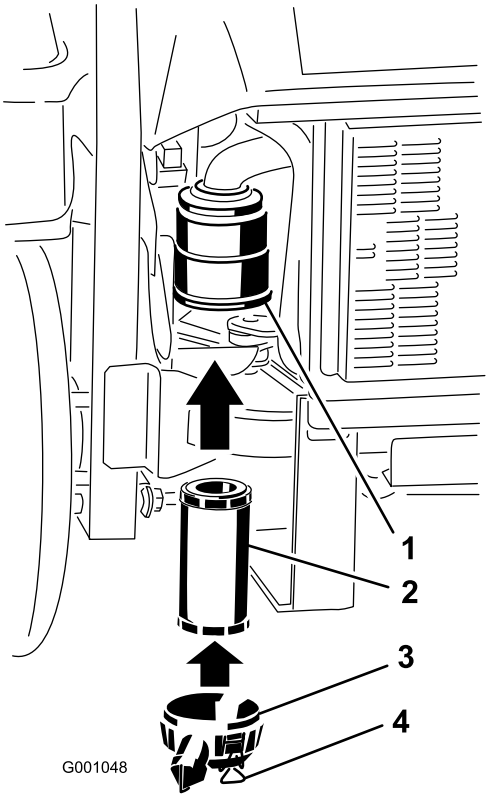

**Figur 38**
2. Isæt forsigtigt det nye filter i filterhuset (Figur 38). Sørg for, at det er helt på plads ved at skubbe på filterets yderste kant, mens det installeres.
3. Monter luftfilterdækslet, og fastgør låsene (Figur 38).